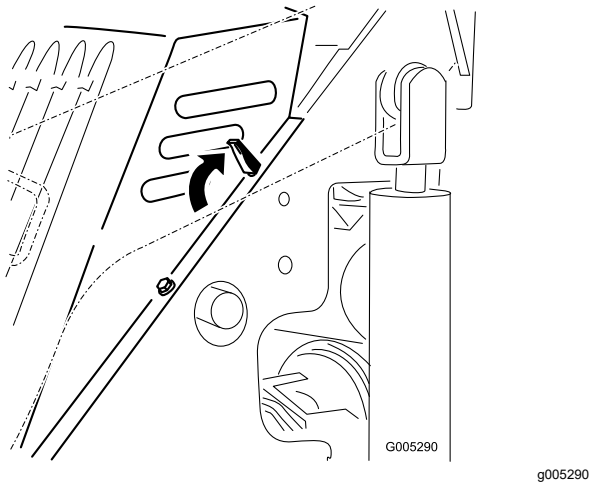

Rysunek 19
4. Zwolnij 4 zatrzaski blokujące (Rysunek 19).
1. Umieść pokrywę na ramie maszyny, dopasowując trzpienie pokrywy do otworów w ramie (Rysunek 19).
2. Zamocuj pokrywę poprzez dociśnięcie zatrzasków blokujących do przodu i w dół (Rysunek 19)